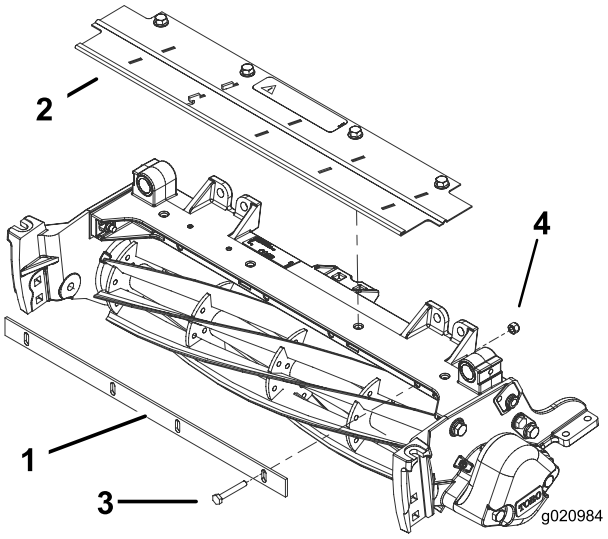

Figur 7
1. Montera klippstången löst på klippenheten med fyra bultar (1/4 x 1–3/4 tum) och fyra låsmuttrar (1/4 tum) (Figur 7).
3. Dra åt bultarna och låsmuttrarna (Figur 7).